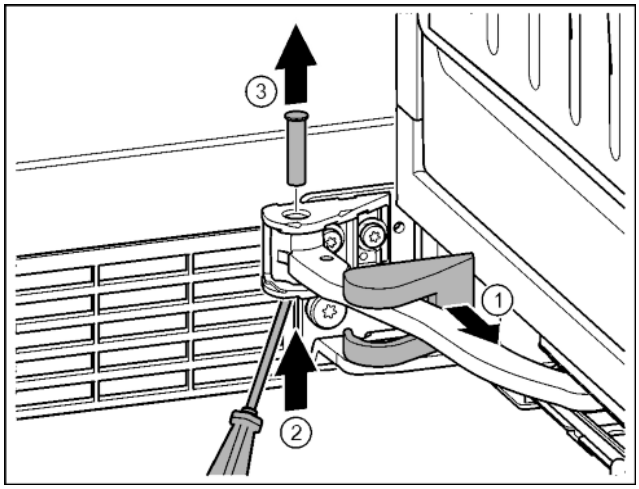

Fig. 16
▶ Afdekking van de lagerbus eraf trekken en langs het scharnier verschuiven. *Fig. 16 (1)*
▶ Bout met de vinger of schroevendraaier vanaf de onderkant optillen. *Fig. 16 (2)*
▶ De schroevendraaier onder de kop van de bout aanbrengen en eruit trekken. *Fig. 16 (3)*